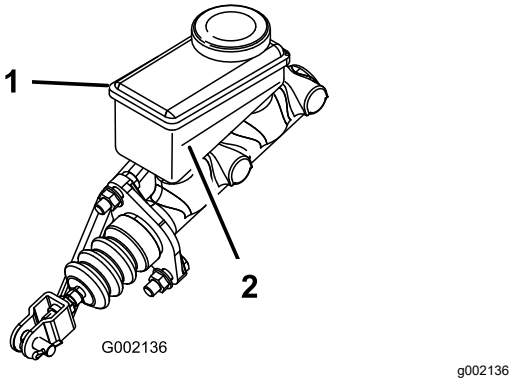

Figur 65
5. Kig på omridset af væskestanden på siden af beholderen (Figur 65).
B. Fyld DOT 3-bremsevæske i beholderen, indtil væskestanden er over minimumslinjen (Figur 65).